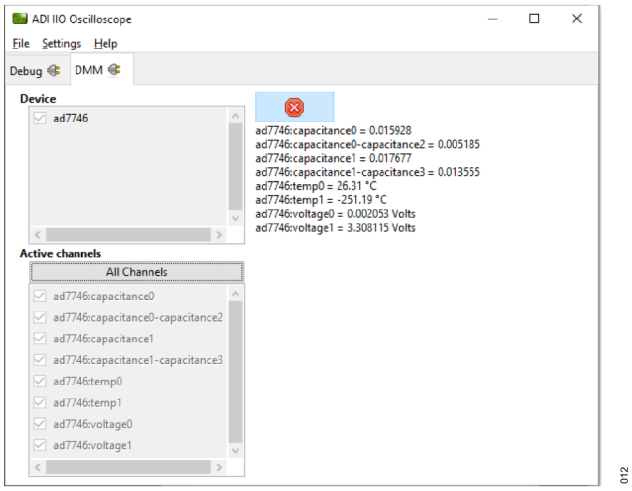

图 12. IIO 示波器 DMM 选项卡
7. 在 DMM 选项卡上，在器件模块下选择“ad7746”，然后按“所有通道”按钮，显示所有部件属性，然后按播放按钮，如图 12 所示。